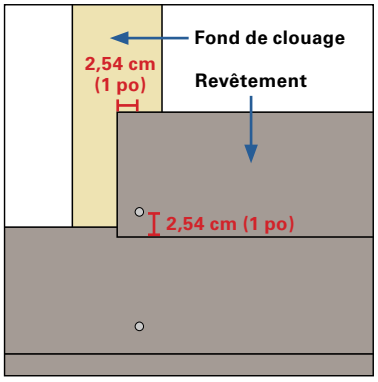

Fig. 15
- Le revêtement doit être cloué à 2,54 cm (1 po) de l'extrémité de la planche pour éviter une fissuration. *(Voir la figure 15)*